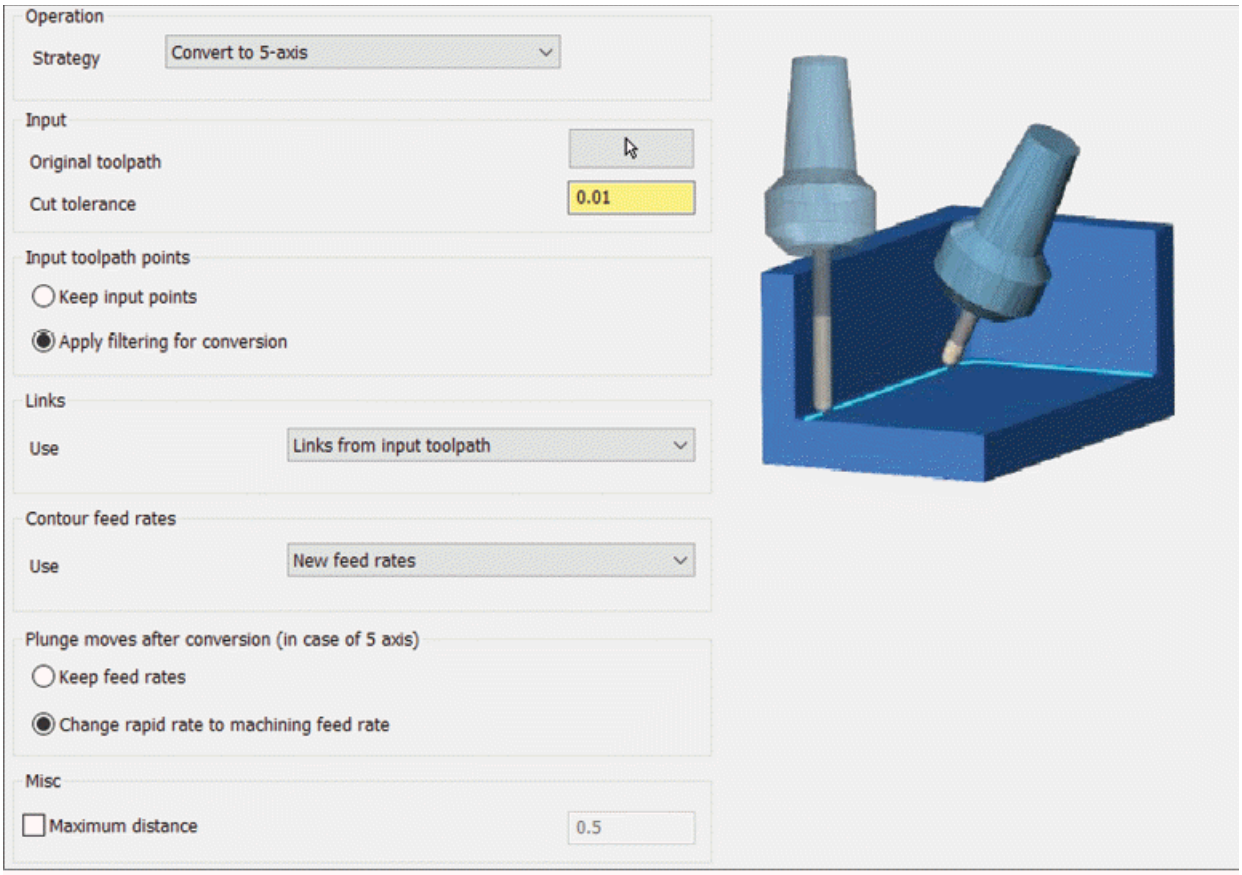

Figure-26. Convert to 5 axis options
- If the **`Convert to 5 axis`** option is selected in the **`Strategy`** drop-down then the options will be displayed as shown in Figure-26.